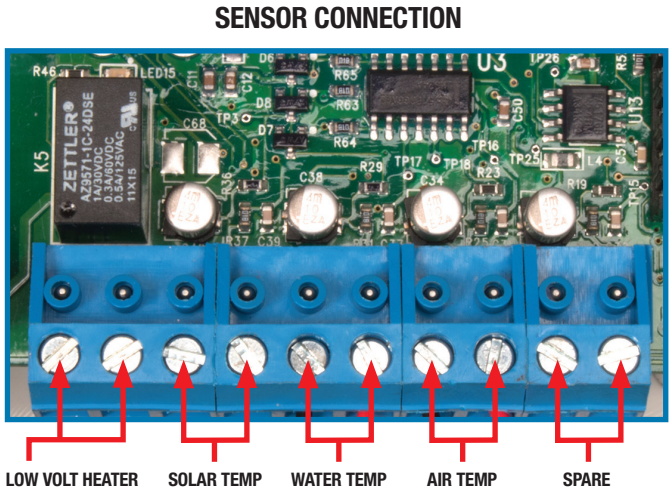

Figure 5. Sensor Connection
3. Connect sensor wires to pins #3 and #4. (see Figure 5. Sensor Connection).
(see Figure 5. Sensor Connection).